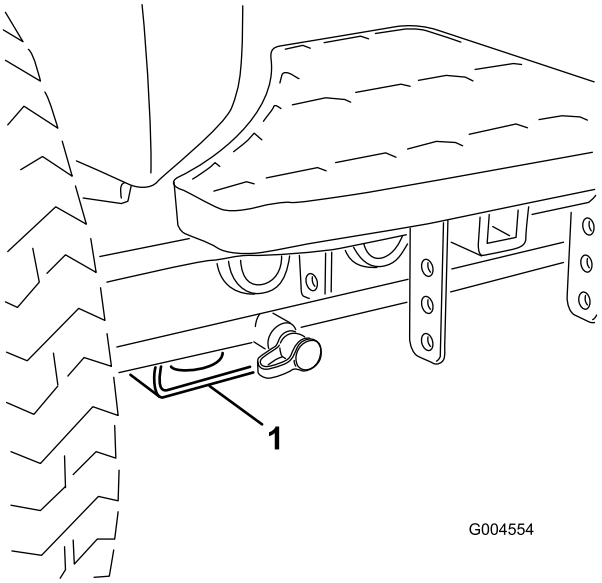

Figuur 37
- Voor – rechthoekig blok, onder de asbuis, aan de binnenzijde van beide voorwielen (Figuur 37).